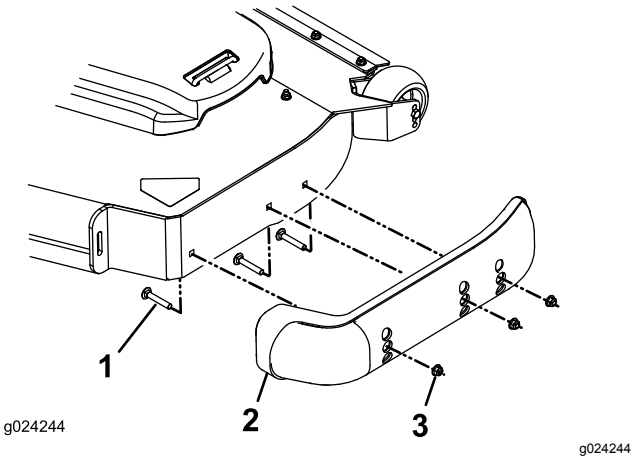

Figuur 37
3. Verwijder de slotbouten en de moeren van de glijders (Figuur 37).